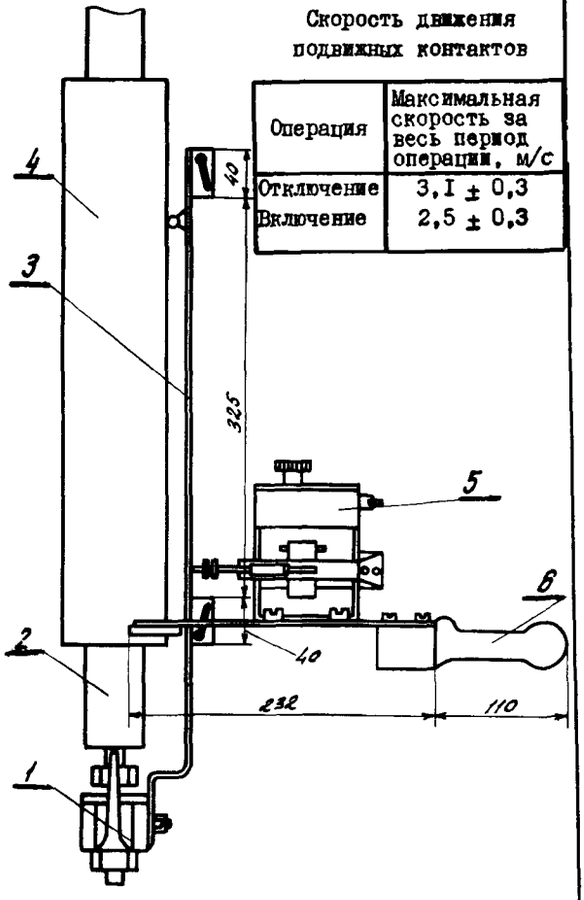

Рис.20. Установка приспособления для измерения скорости отключения и включения выключателя (бак опущен):
2. Под стопорную гайку 25 (см.рис.9) подвижного контакта 4 крепится линейка. При движении штанги на включение или отключение вместе со штангой движется линейка с бумагой. При этом неподвижно установленный вибратор записывает виброграмму, по которой определяется скорость движения подвижных контактов выключателя. Установка вибратора на выключателе показана на рис.20.
При записи виброграммы ход линейки приспособления на рис.20 соответствует ходу подвижного контакта (S_1 = 235 мм), а скорость движения подвижного контакта равна скорости движения линейки приспособления и определяется по виброграмме. Для этого производится разбивка виброграммы на пролеты, равные длинам волн. Расстановка отметок ведется с пер-